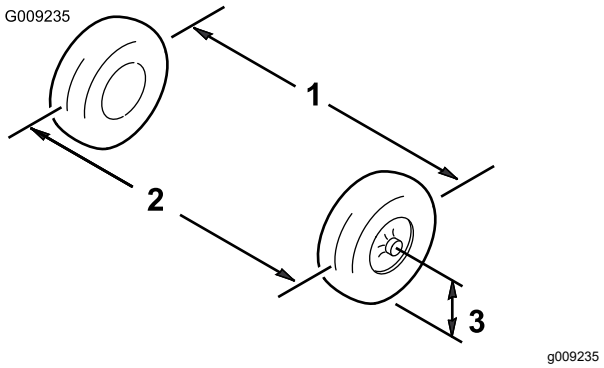

Figura 49
1. Meça a distância entre os pneus dianteiros à altura do eixo na zona dianteira e traseira dos pneus dianteiros (Figura 49).